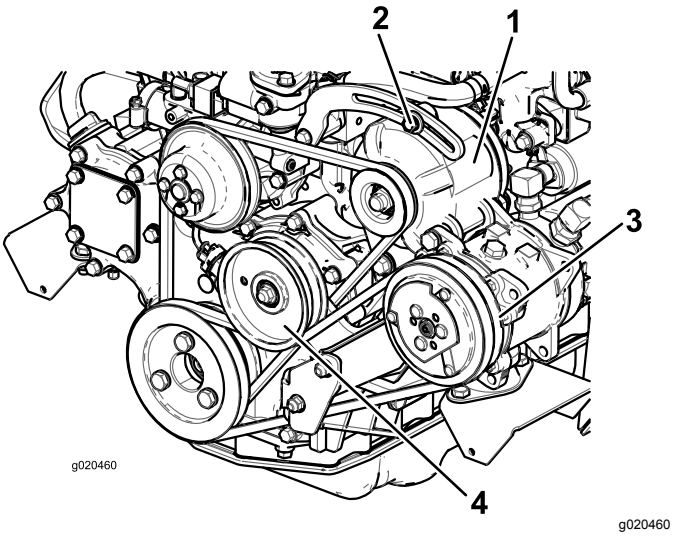

Figur 96
Kontroller remmens tilstand og spænding (Figur 96) efter hver 100 driftstimer.
2. Hvis afbøjningen ikke er 10 mm, skal generatorens monteringsbolte løsnes (Figur 96). Øg eller mindsk generatorremmens stramhed, og tilspænd boltene. Kontroller remmens afbøjning igen for at sikre, at stramningen er korrekt.
2. Hvis afbøjningen ikke er 10 mm, skal styreremskivens monteringsbolt løsnes (Figur 96). Øg eller mindsk kompressorremmens stramhed, og tilspænd bolten. Kontroller remmens afbøjning igen for at sikre, at stramningen er korrekt.